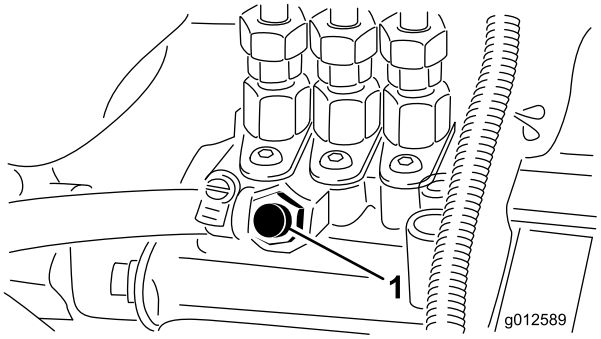

Figur 31
3. Åbn udluftningsskruen på brændstofindsprøjtnings-pumpen (Figur 31).